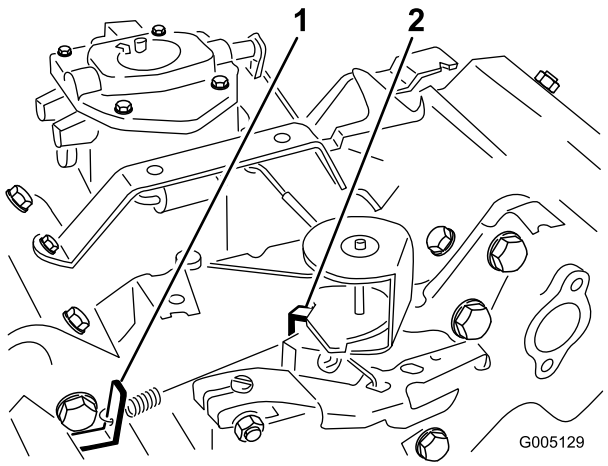

Figur 48
3. Bøj den regulerede styrefjeders ankertap (Figur 48) for at opnå en tomgang på 1650 ± 100 o/min. Kontroller farten med en omdrejningstæller.
5. Flyt gashåndtaget til positionen hurtig (Fast). Bøj høj hastighedsfjederens ankertap (Figur 48) for at opnå en høj hastighed på 2850±50 o/min.